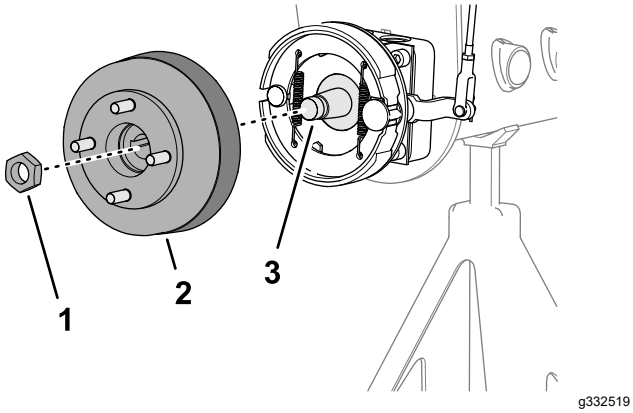
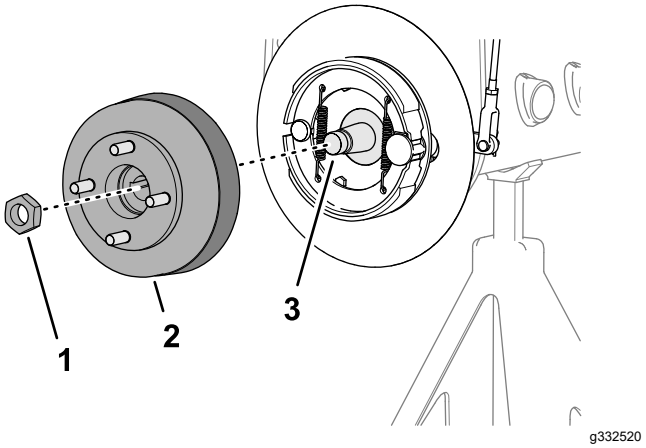

Figuur 65
Figuur 66
1. Verwijder de borgmoer waarmee de naaf aan de wielmotoras is bevestigd (Figuur 65 of Figuur 66).
4. Gebruik de gespecificeerde naaftrekker om de wielnaaf en remtrommel te verwijderen van de wielmotoras (Figuur 65 of Figuur 66).